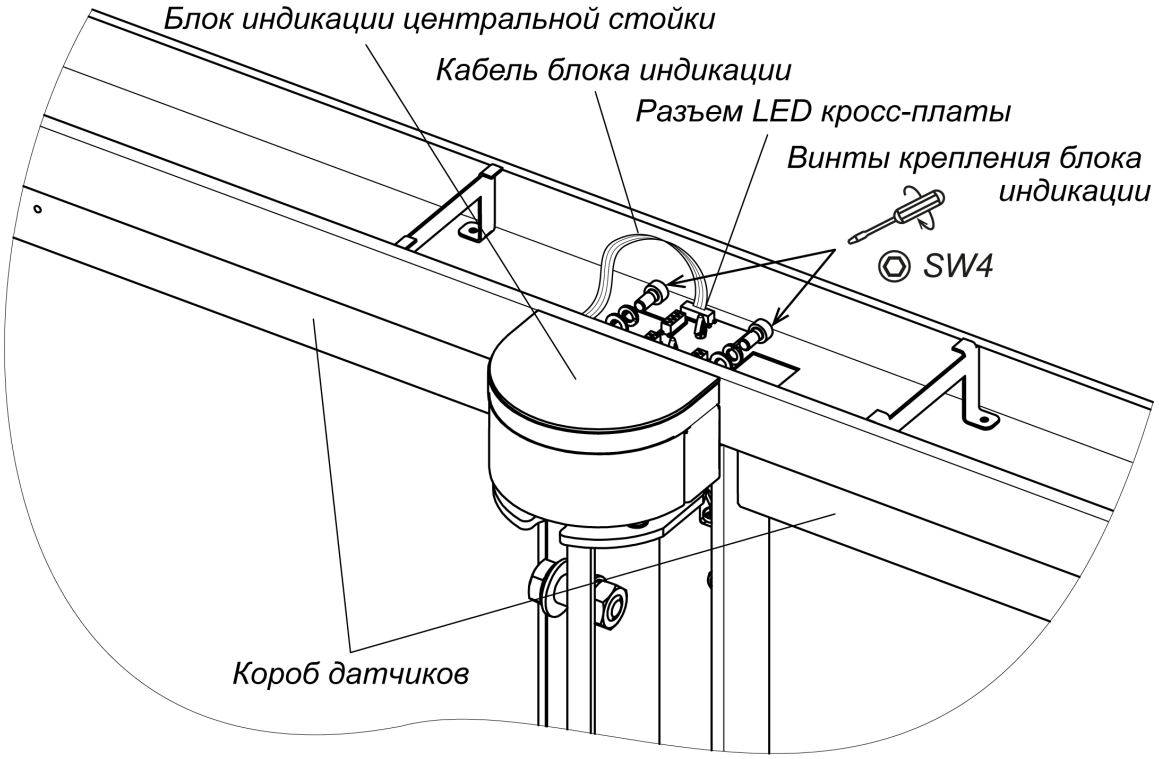
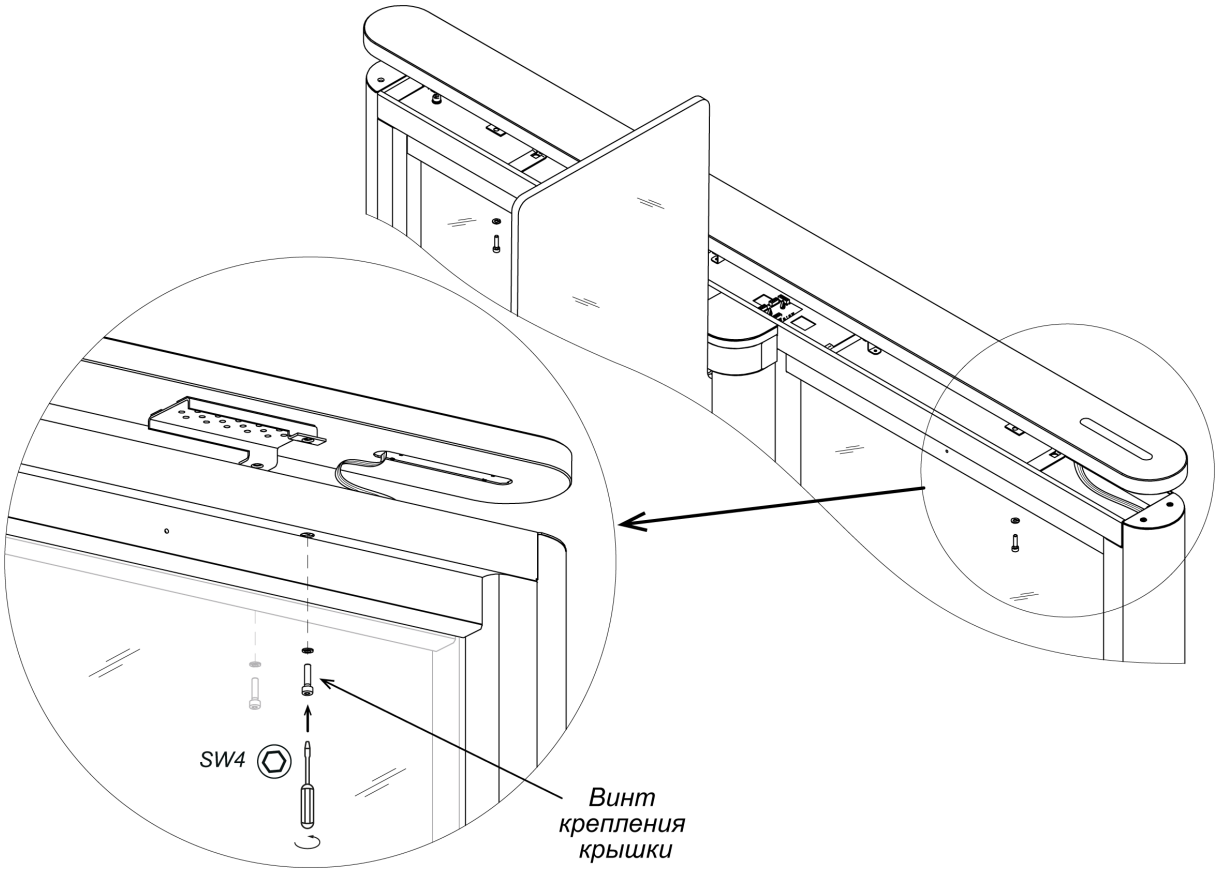

Рисунок 22. Монтаж блока индикации центральной стойки
Рисунок 23. Монтаж верхней крышки турникета
Для установки блока индикации центральной стойки (5) (см. рис. 22):
3. Установите блок индикации на площадку, расположенную над поворотной опорой створки, и при помощи шестигранного ключа SW4 зафиксируйте его на верхнем коробе стойки (7), используя два винта M5×10 с плоскими и пружинными шайбами из комплекта поставки.
Снятие блока индикации центральной стойки производится в обратном порядке. Перед этим необходимо демонтировать с секции турникета верхнюю крышку секции (6) (см. разд. 8.8.6, рис. 23).
Порядок монтажа верхних крышек секций (рис. 23):